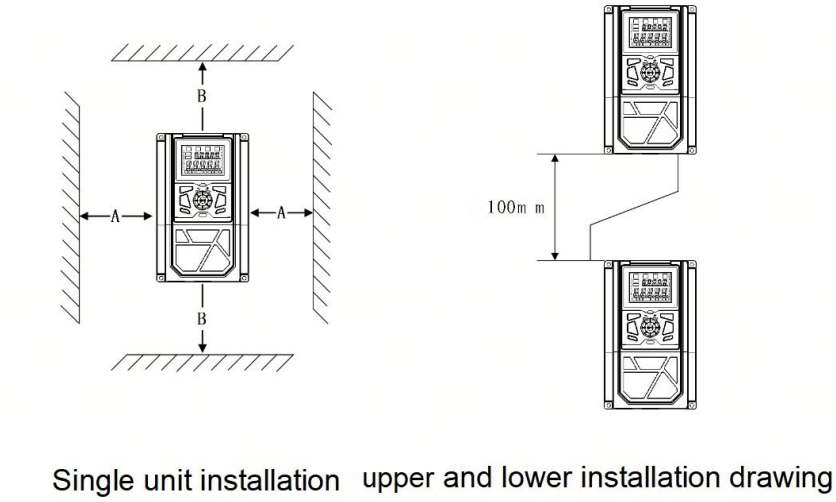

Figura 3-1. Imagen de la instalación mecánica.
1) Instale el inversor en posición vertical para que el calor se distribuya hacia arriba. No lo invierta. Si el gabinete contiene varios convertidores de frecuencia, es recomendable instalarlos uno al lado del otro. Consulte la Figura 3-1 para la instalación del deflector aislante.
2) Espacio de instalación Siga el ejemplo que se muestra en la Figura 3-1 para garantizar el espacio de refrigeración del inversor. Sin embargo, tenga en cuenta la disposición del gabinete al disipar el calor de otros dispositivos.